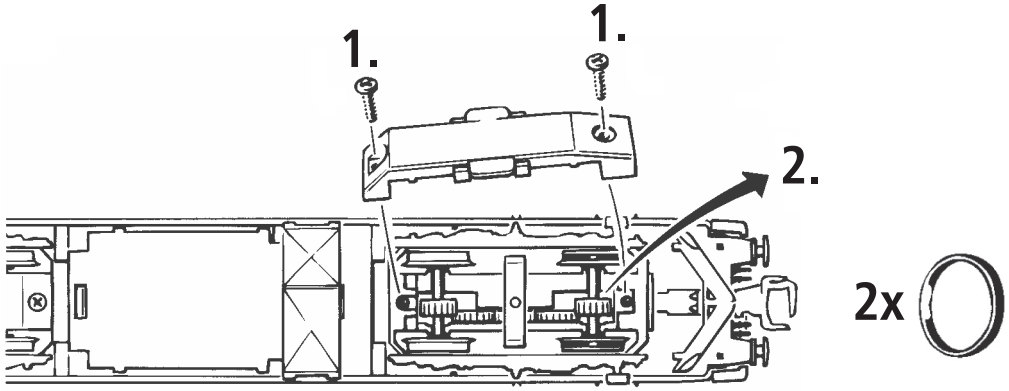
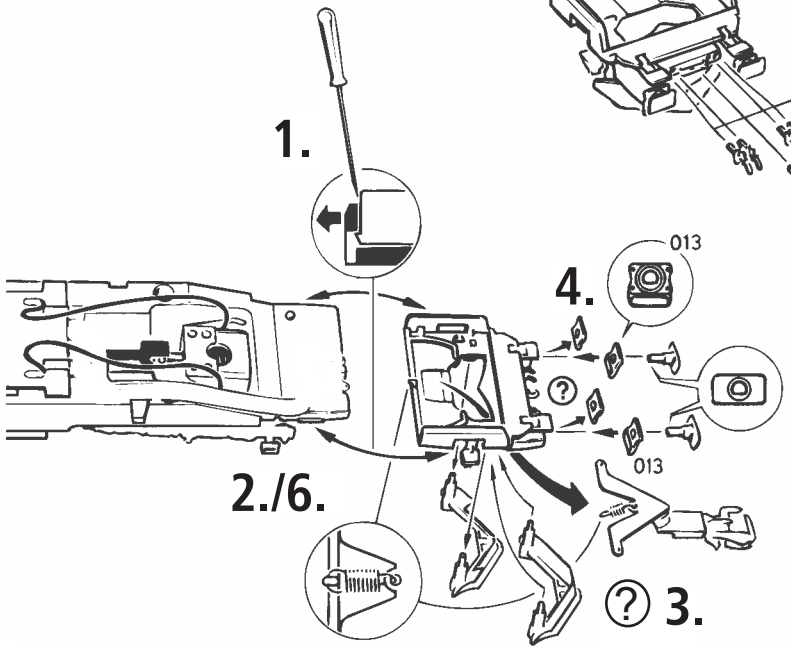
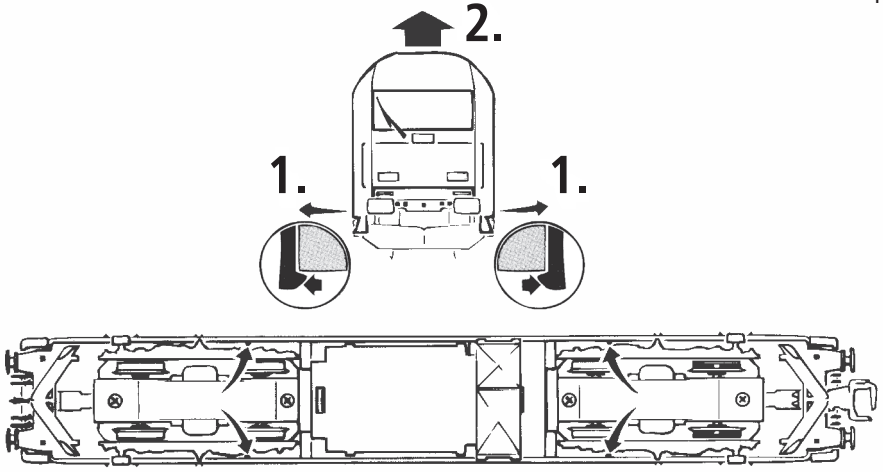

Fig. 7
Fig. 3
Fig. 4
Mehrzugbetrieb: Zuerst Lokgehäuse abnehmen (Fig. 3). Danach den Brückenstecker aus der Schnittstelle entfernen (diesen sorgsam aufbewahren). Danach den Stecker des Decoders lagerichtig einsetzen (Fig. 4).
2. Schmierung: Versehen Sie die im Schmierplan in Fig. 7 gekennzeichneten Stellen mit nur **kleinen Öltropfen**. Dazu zuerst das Lokgehäuse abnehmen (Fig. 3). Wir empfehlen den ROCO **Öler Art.-Nr. 10906**. Fürs Schmieren der Getriebeteile (Zahnräder, Schnecke) empfehlen wir das **ROCO-Spezialfett Art.-Nr. 10905**. Im Falle der Schmierung diese Teile **nicht ölen**.
4. Motorwechsel: Lokgehäuse abnehmen (Fig. 3). Danach wird der Motor ausgebaut und ausgetauscht (Fig. 8).
Running in digital mode: Remove the jumper from the interface. Finally put the plug of the decoder into the interface as shown in fig. 4.
2. Lubrication: Apply **tiny oil drops** to spots marked in fig. 7. Prior to lubrication dismantle locomotive (fig. 3). We recommend using item no. **10906, Roco oiler**. For lubrication the gearparts (e.g. cogwheels, worm) we whould recommended our Roco **special grease** (item no. **10905**).
4. Motor Changing: First remove loco body (fig. 3), and then the motor (fig. 8).
2. Graissage: N'appliquez **qu'une tout petite goutte** aux endroits indiqués par le plan de graissage (fig. 7) après avoir démonté la caisse de la locomotive (fig. 3). Nous vous recommandons **le graisseur à huile Roco réf. 10906**. Pour graisser les engrenages (roues dentées, vis sans fin) nous vous conseillons la **graisse spéciale Roco réf. 10905** pour engrenages en matières synthétiques. Lorsque vous utilisez cette graisse il faut éviter d'huiler ces composants.
Exploitation en télécommande multi-trains: Enlevez la fiche de shuntage de l'interface (à conserver!) et enfichez finalement la fiche de décodeur aux prises de l'interface. Veillez à la position correcte de la fiche (fig. 4).
4. Remplacement du moteur: Démontez la caisse (fig. 3). Démontez ensuite le moteur (fig. 8).
1. siehe see voir } Fig.3